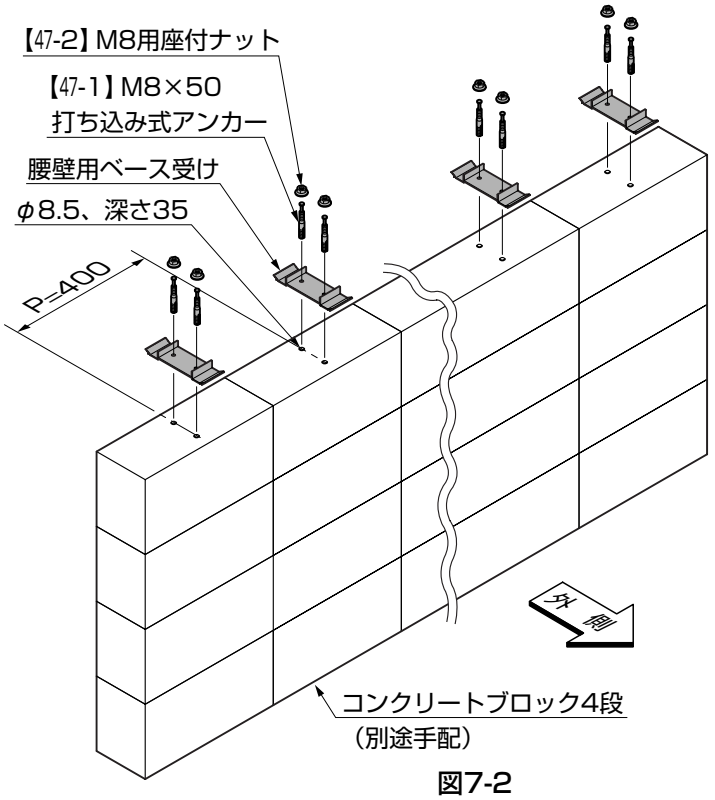

図7-2
①所定の位置にφ8.5、深さ35の孔をあけてください。
②腰壁用ベース受けをφ8.5の孔に、【47-2】、【47-1】、【47-3】で取付けてください。(図7-2参照)